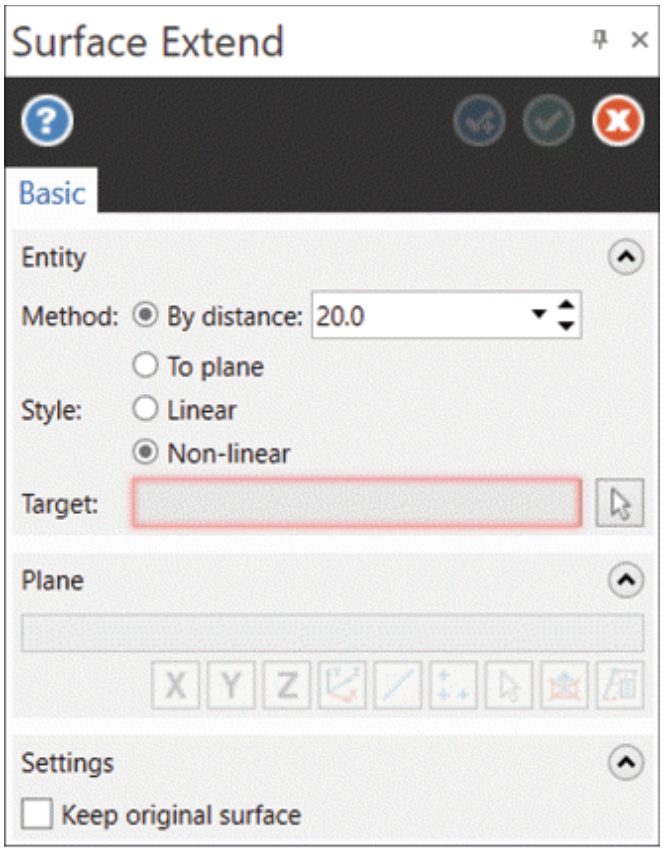

Figure-50. Surface Extend Manager
- Click on the **Extend** tool from the **Extend** drop-down in the **Modify** group of **Surfaces** tab in the **Ribbon**. The **Surface Extend Manager** will be displayed; refer to Figure-50.